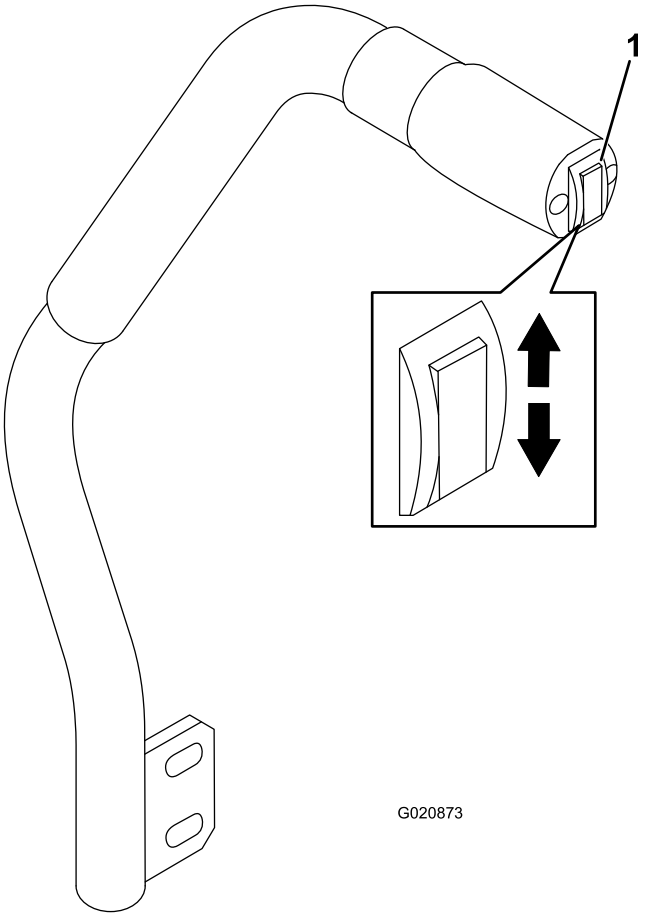

Figur 24
Skjoldets løftekontakt hæver og sænker plæneklipperskjoldet (Figur 24). Motoren skal køre, for at du kan bruge dette greb.
- Tryk skjoldets løftekontakt ned for at sænke plæneklipperskjoldet (Figur 24).
- Tryk skjoldets løftekontakt op for at hæve plæneklipperskjoldet (Figur 24).
1. Mens motoren er i gang, trykkes der op på skjoldets løftekontakt, indtil plæneklipperskjoldet er hævet helt. **Slip kontakten straks derefter** (Figur 24).